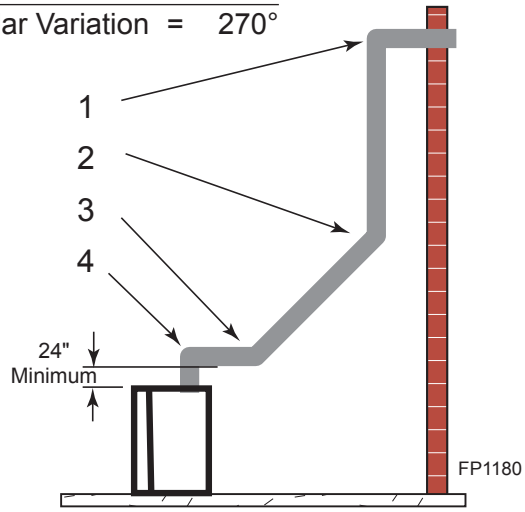

Figure 18 - Maximum Elbow Usage
- The maximum number of 45° elbows permitted per side wall installation is two (2). These elbows can be installed in either the vertical or horizontal run.
- The maximum number of elbow degrees in a system is 270°. *Figure 18*